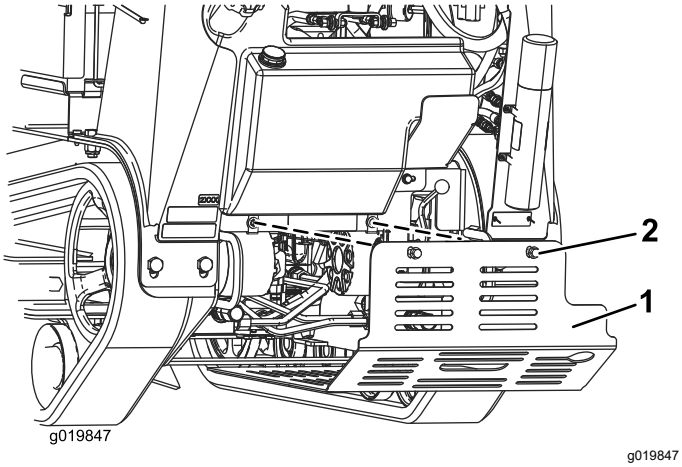

Figuur 25
3. Draai de twee bouten waarmee het onderste scherm bevestigd is één voor één los tot u het scherm kunt wegnemen (Figuur 25).
5. Om het scherm te monteren voordat u de machine in gebruik neemt, schuift u het onderste scherm zo in de machine dat het op de 4 lipjes rust en bevestigt u het met de 2 bouten die u eerder losgedraaid hebt (Figuur 25).